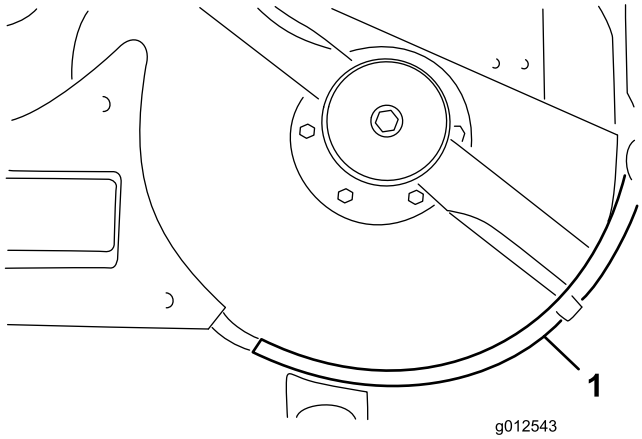

Figuur 15
10. Bevestig de linkerrand aan het maaidek; gebruik hiervoor 2 bouten (1/4-20 x 1 inch), 1 bout (1/4-20 x 3/4 inch) en 3 borgmoeren (Figuur 15). Plaats de boutkoppen aan de binnenkant van het maaidek.